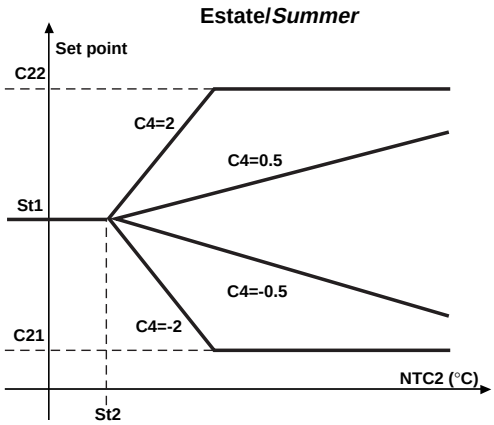

Fig.20
***Important:** the summer offset can increase or decrease St1 depending on the value given to C4 (positive or negative). Fig. 20 shows how the summer offset operates:*